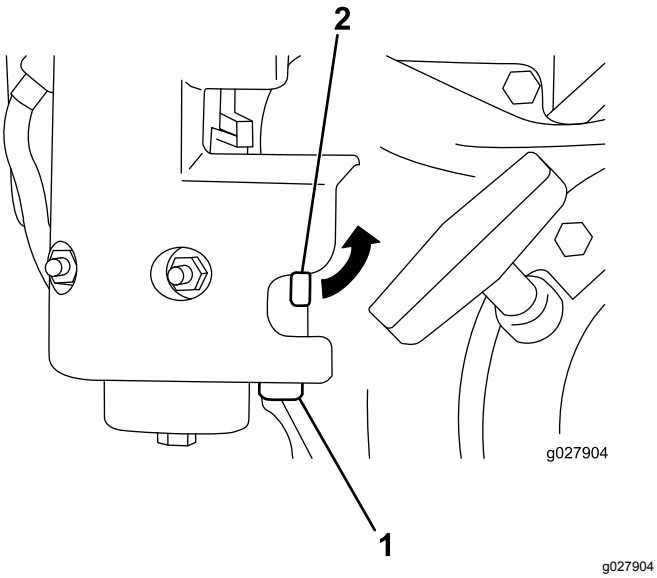

Figur 35
1. Stäng bränslekranen och skruva loss bränslerenaren från förgasaren (Figur 35).